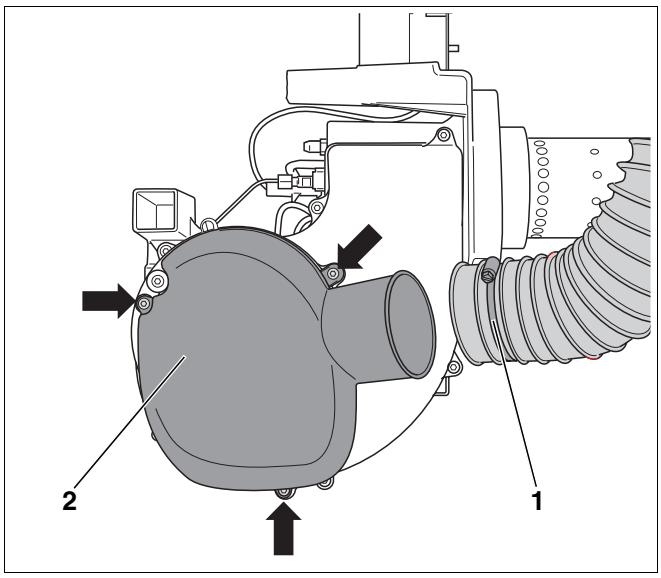
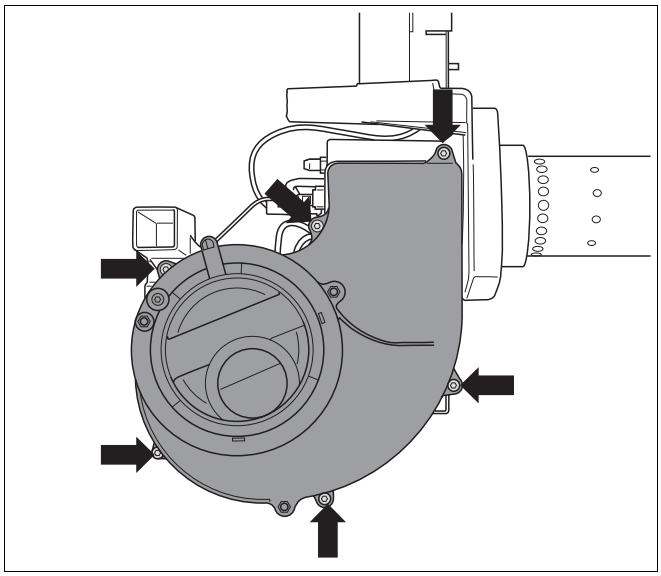

Afb. 29 Geluiddemper voor de aanzuiging demonteren
Afb. 30 Afdekking van het ventilatorrad demonteren
- Maak de speciale slangklem (afb. 29, **pos. 1**) van de toevoer voor verbrandingslucht voor een van de omgevingslucht onafhankelijke werking los.
- Draai de bevestigingsschroeven (afb. 29, **pijlen**) los en neem de geluiddemper voor de aanzuiging (afb. 29, **pos. 2**) weg.
- Draai de zes bevestigingsschroeven (afb. 30, **pijlen**) los en neem de afdekking van het ventilatorrad weg.
- Bevestig de afdekking van het ventilatorrad (afb. 30) en de geluiddemper voor de aanzuiging (afb. 29, **pos. 2**) weer.
- Maak de speciale slangklem (afb. 29, **pos. 1**, pagina 30) los en trek de aanzuigslang eraf.